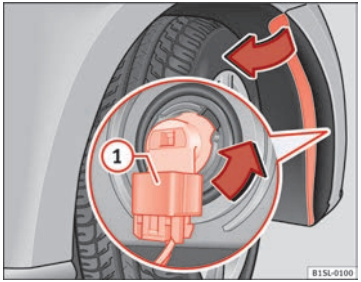

Fig. 155 Changing the bulbs in the headlights
5.	Release the connector ⇒ Fig. 155 ① and remove it. ▶
6.	Turn the bulb holder ⇒ Fig. 155 in the direction of the arrow, **in an anticlockwise direction** as far as it will go and remove it, along with the bulb, pulling backwards.
9.	Plug the connector (1) into the bulb holder. The connector must audibly click into place.